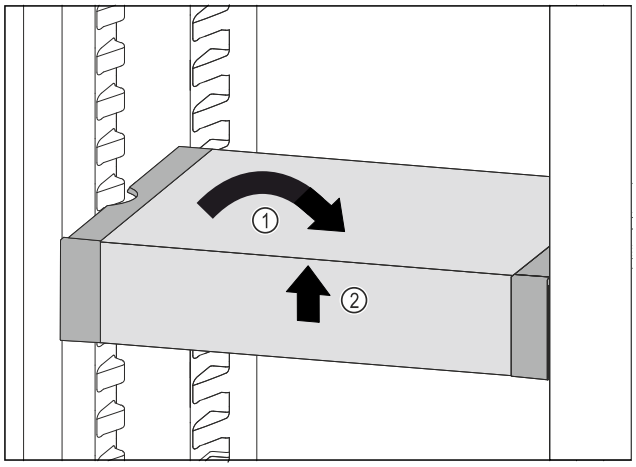

Fig. 118
▶ VarioSafe postavte rovně. *Fig. 118 (1)*
▶ VarioSafe vpředu zvedněte. *Fig. 118 (2)*